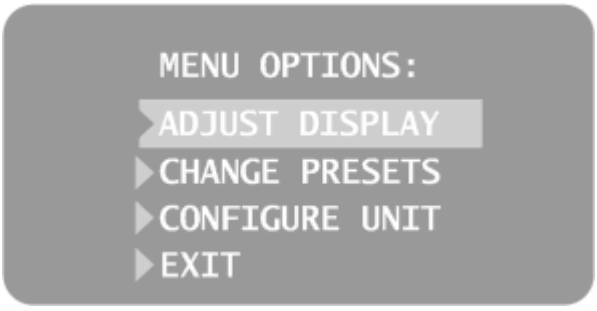
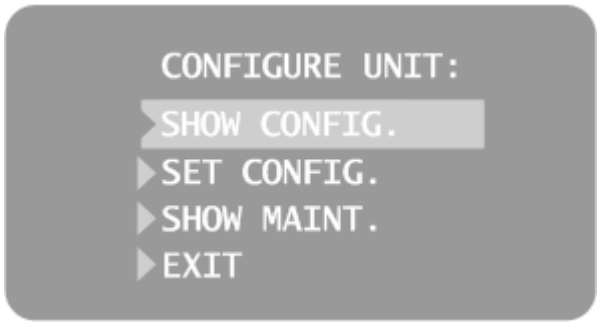
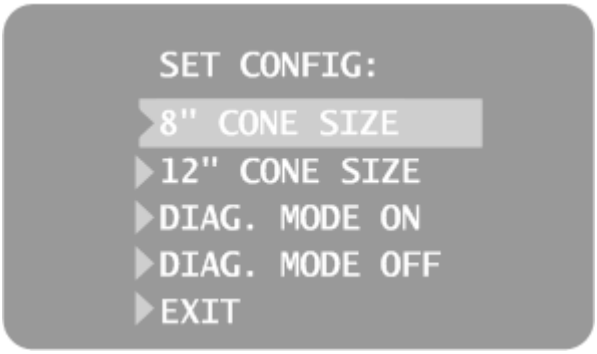

Figure 3
Figure 6
Figure 7
1. To enter system configuration mode, depress the Tooth Selection and Patient Size Selection buttons on the Operator Panel simultaneously for 5 seconds. The display shows the Main System Configuration menu, as shown in Figure 3, and the Ready Indicator blinks.
1. From the system configuration main menu, shown in Figure 3, select ADJUST DISPLAY. You will see the Display Options menu shown in Figure 4.
2. Selecting EXIT returns the display to the Main System Configuration menu shown in Figure 3.
1. From the Main System Configuration menu, shown in Figure 3, select CHANGE PRESETS. You will see the Preset Options menu shown in Figure 5.
1. From the Main System Configuration menu, shown in Figure 3, select CONFIGURE UNIT. You will see the Configuration menu shown in Figure 6.
Selecting SET CONFIG. from the Configuration menu, shown in Figure 6, displays the Set Configuration menu, Figure 7, with options to change the cone size. The Preva Dental X-Ray System is factory set for use with the standard supplied 8 inch (20 cm) Cone. The 12 inch (30 cm) Cone (30-A2033) is available. Using the longer Cone requires longer exposure times, which the Preva automatically selects when you change the Cone size in the Set Configuration menu.
2. Select SET CONFIG. You will see the Set Configuration menu, shown in Figure 7.